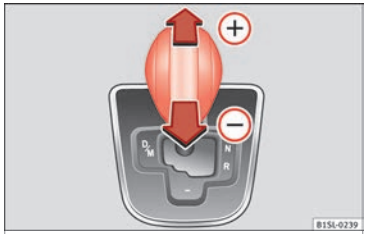

Fig. 146 Lever in the Tiptronic position
- Press the lever forwards ⊕ or backwards ⊖ to move up or down a gear »» Fig. 146.